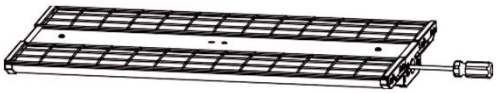

Figure 5
Step1. Attach wire guard on the fixture with supplied screws (Figure 5)